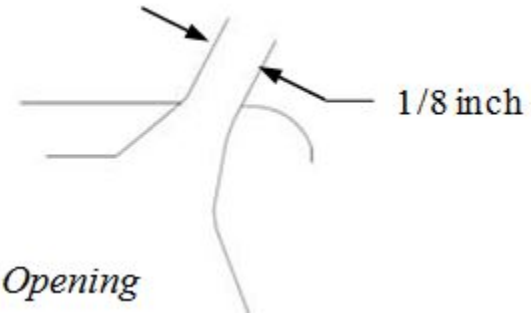

Figure 108G *Root Opening*
a. Ensure a root opening of 1/8 inch to obtain full penetration. (See Figure 108G)